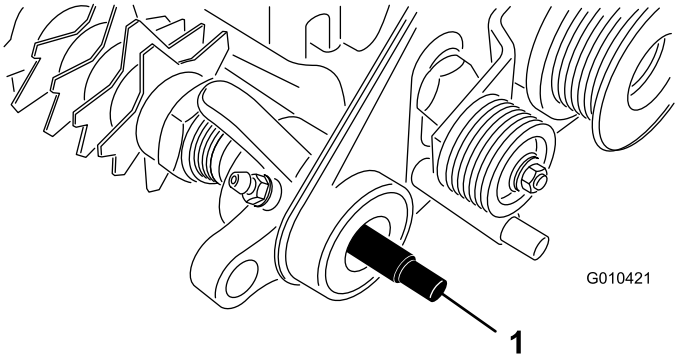

図 7
1. 駆動アセンブリのベアリングサポートと、グルーマシャフトの端部にグリスを塗布する図 7。
2. グルーマシャフトの一端を駆動アセンブリのベアリングサポートに入れる図 7。